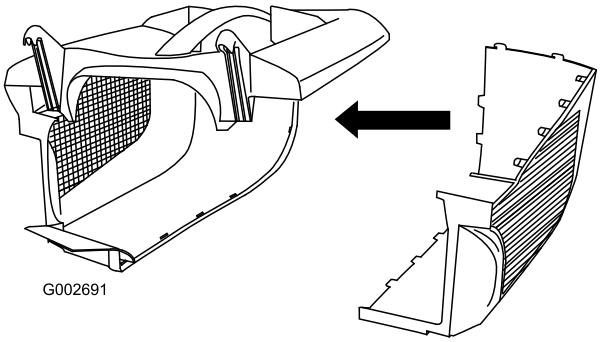

Figur 8
2. Skjut in den andra sidodelen i spärrhakarna på överdelen och spänn ihop de två sidodelarna baktill (Figur 8).